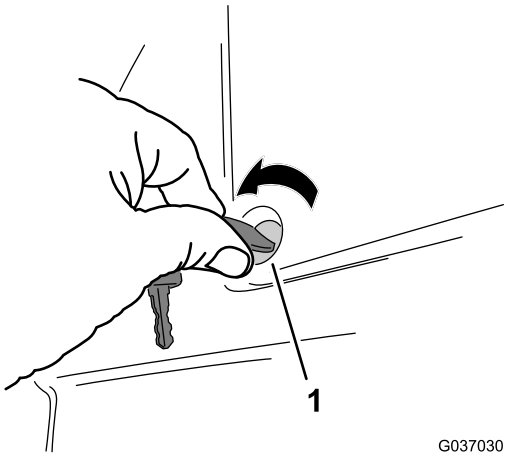

Figuur 1
1. Draai de 2 kwartslagbevestigingen waarmee het accudeksel aan het bestuurdersplatform is bevestigd linksom en verwijder het deksel (Figuur 1).